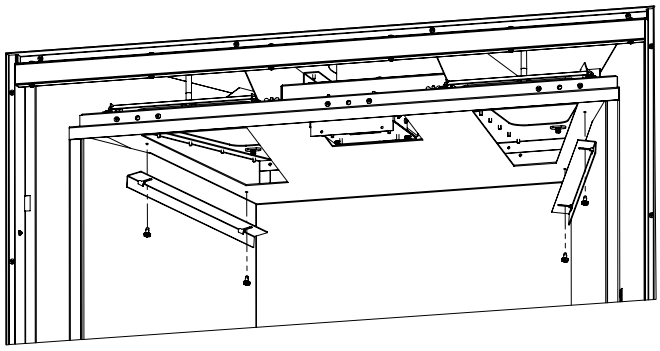

Figure 69: Liner Retainers
Step 3. Remove the liner retainers one at a time using a 5/16 socket. The screws only have to be loosened, not completely removed, as the retainers are slotted. Remove the side liners first, then the rear (see Figure 69).